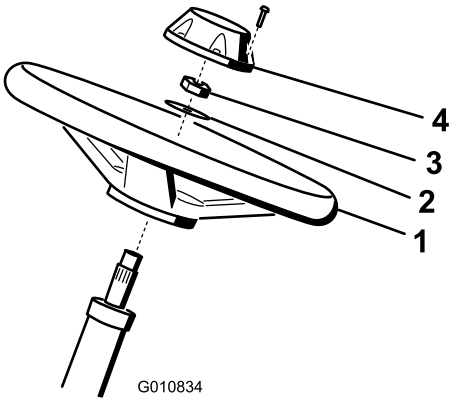

Figur 3
1. Før rattet på rattstangen (Figur 3).
2. Før skiven på rattstangen (Figur 3).
3. Fest rattet til stangen med en låsemutter og stram den til med et moment på 27–35 Nm (Figur 3).
4. Sett lokket på rattet og fest med en skrue (Figur 3).